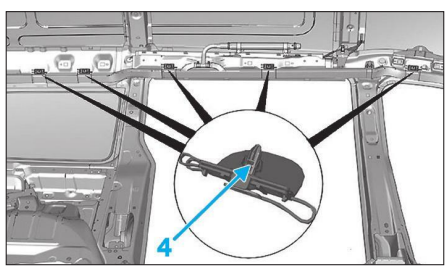

**Fig. 11**
• Dégrafer les entretoises (4) **(Fig.11)**.